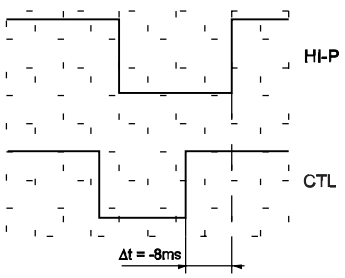

Fig. 23
– Mit den Tasten "+" / "-" den Zeitabstand zwischen dem Kopfumschaltimpuls und der steigenden Flanke des CTL-Impulses auf Δt = -8ms (Fig. 23) einstellen.
– Using the "+" / "-" buttons set the time interval between the head pulse and the rising edge of the CTL pulse to Δt = -8ms (Fig. 23).